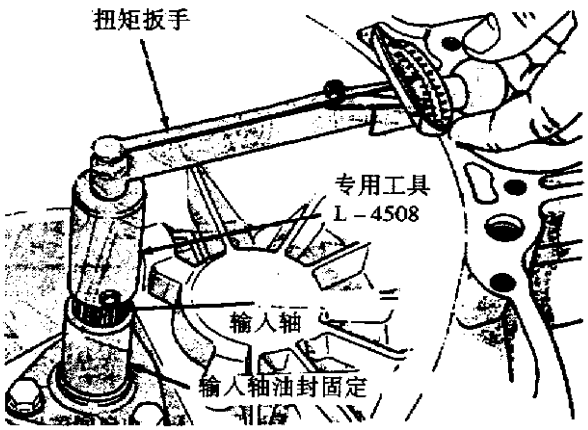

图 6－38　检查输入轴轴承转动力矩
(8)证实不存在预紧力。用专用工具 L－4508 及力矩扳手检查输入轴轴承扭矩，该扭矩应小于 0.56N·m，如图 6－38 所示。